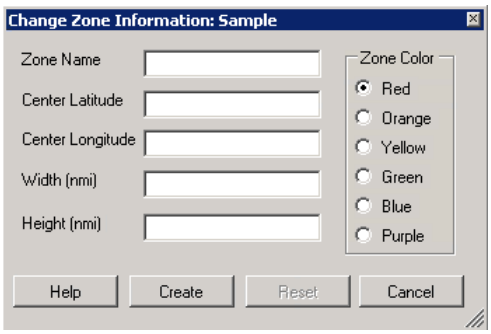

Figure 8-10 Change Zone Information Dialog Box
c) A *Change Zone Information* dialog box will open (Figure 8-10) with information populated on the zone name, center latitude, center longitude, width (nmi), height (nmi), and zone color. Only the zone name can be edited.
ii. Select *Create Change Zone (Manual)*. A *Change Zone Information* dialog box will open (Figure 8-10).
2. Right-click the change zone of interest and select *Show/Update ChangeZone Info* to open the *Change Zone Information* dialog box (Figure 8-10).